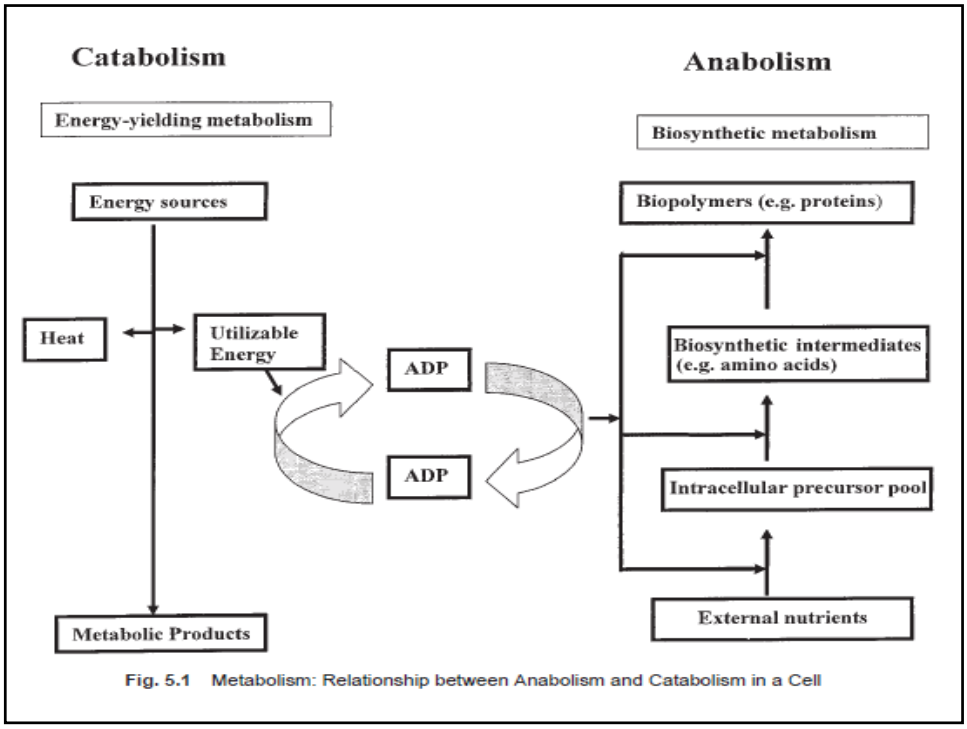
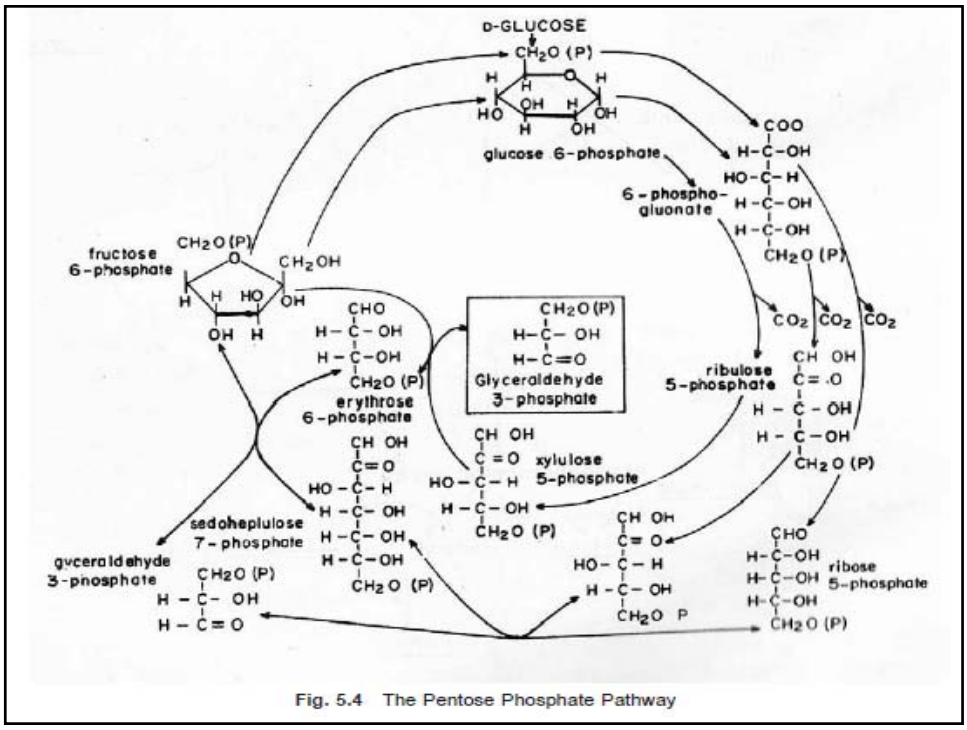

Fig. 5.1 Metabolism: Relationship between Anabolism and Catabolism in a Cell
Fig. 5.4 The Pentose Phosphate Pathway
- ✓ *Zymomonas* utilized glucose by the Enthner-Duodoroff pathway (Fig. 5.4) which yields one mole of ATP/mole glucose, whereas yeasts utilize glucose anaerobically via the glycolytic pathway (Fig. 5.1) to give two ATP/mole glucose. Its use does not appear to have gained general acceptance.